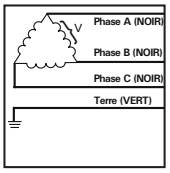

Figure 4
D = 240 V, 3Ø, 3F (Fig 4)
F = 480 V, 3Ø, 3F (Fig 4)
G = 600 V, 3Ø, 3F (Fig 4)
G = 600 V, 3Ø, 3F (Fig 4)①